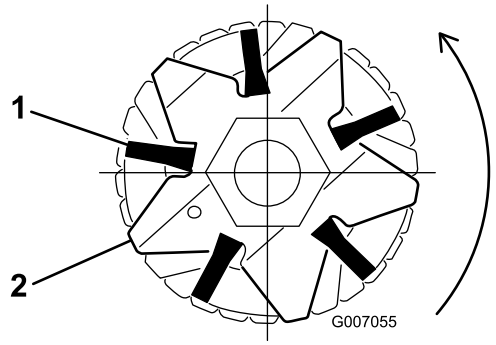
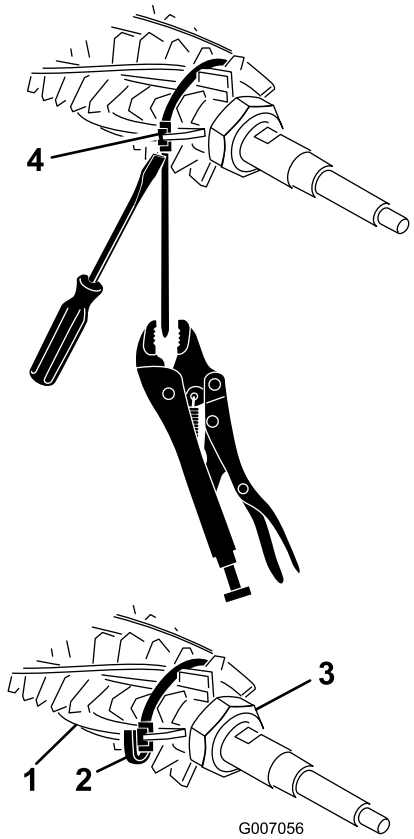

Figur 37
Figur 38
2. Kontroller, at børsterne er placeret i trimmerknivens åbninger (Figur 37 og Figur 38).
3. Vikl stropperne løst om trimmerknivcylinderens aksel og børsterne som vist i Figur 38. Stropperne sættes ind i børsternes riller Figur 37. Placer børsterne, så stropperne sidder mellem følgende knive: 1-2, 14-15, 28-29 og 41-42.
Bemærk: Hvis børsterne ikke sidder korrekt i knivåbningerne, løsnes trimmerknivens monteringsmøtrikker i hver ende af trimmerakslen, hvorefter børsterne placeres korrekt i knivåbningerne, og trimmerakslens monteringsmøtrikker tilspændes (Figur 38).
4. Grib stroppen med en låsetang, mens en skruetrækker placeres fast mod stroppens spænde, og spænd stropperne, indtil de fastlåses i børsterillerne (Figur 38).
3. Monteringsmøtrik (2)
5. Afskær stroppen ca. 6 mm fra spændet, og fold den resterende del af stroppen over spændet (Figur 38)